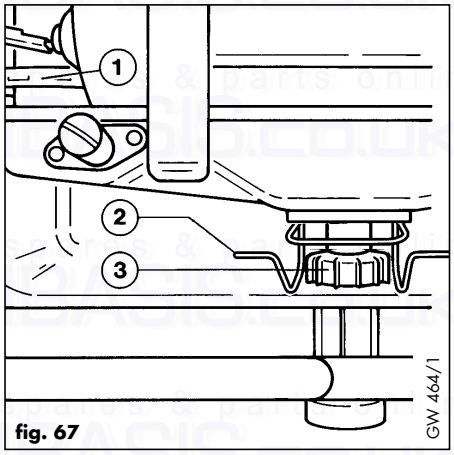

fig. 67
- Pull the condensate sump retaining clip (1, fig. 67) forward to release sump.
- Rotate sump draw handle (2, fig. 67) until it is pointing forward, then slide it down into the condensate trap (3, fig. 67) clear of the sump.